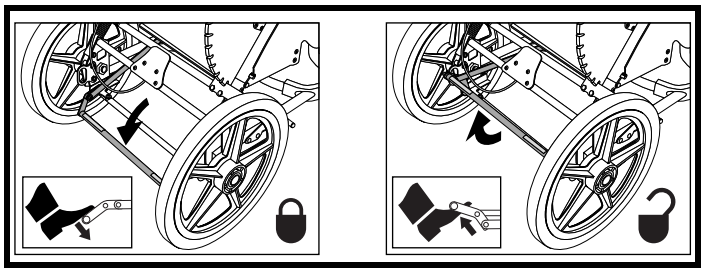

Figura 8. Blocco ruota ausiliario di Kids ROCK 2 e ROCK 3 (Inserito e Disinserito)
1. Usare il piede per spingere verso il basso la barra del blocco ruote ausiliario per inserire il relativi blocchi. **Vedere la figura 8.**
1. Sollevare la barra per disinserire i blocchi delle ruote ausiliari. **Vedere la figura 8.**